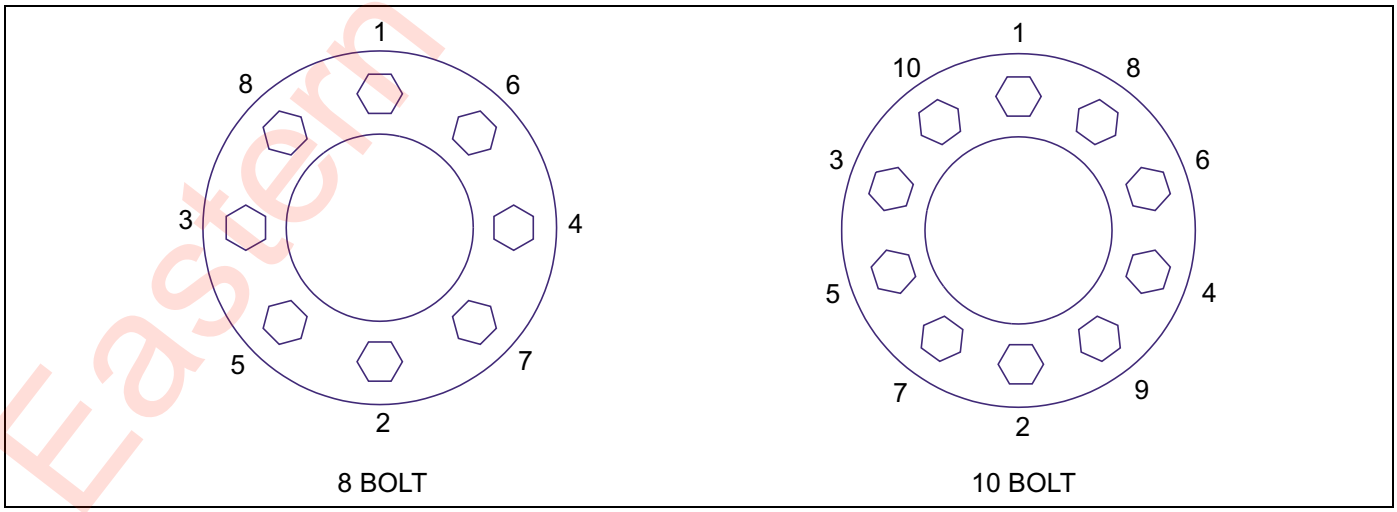

Figure 4-18: Stud Tightening Sequence
4. Install the flange nut (pilot mount) and tighten to 50 foot-pounds using the sequence in **Figure 4-18.** Then tighten to full torque of 450 to 500 foot-pounds.
Improper tightening sequence	Follow proper tightening sequence **(See Figure 4-18.)**